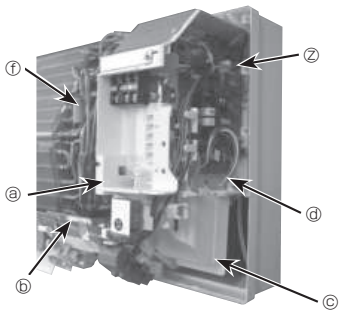
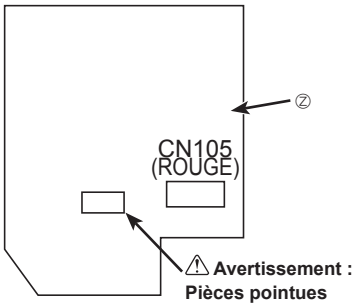

Fig. 6-5
Fig. 6-6
⑧ Retirer le guide-câble. (Fig. 6-5)
⑩ Retirer la thermistance du conduit de liquide (TH2). (Fig. 6-5)
⑪ Retirer en partie l'adhésif du moteur du volet et desserrer le cordon. (Fig. 6-5)
⑫ Desserrer le cordon du moteur du ventilateur. (Fig. 6-5)
⑬ Tirer le boîtier électrique vers soi.
⑭ Connecter correctement le cordon électrique de l'interface radiofréquence au connecteur CN105 (ROUGE) situé sur le panneau du contrôleur intérieur. (Fig. 6-6)
⑮ Remettre en place les pièces déposées.